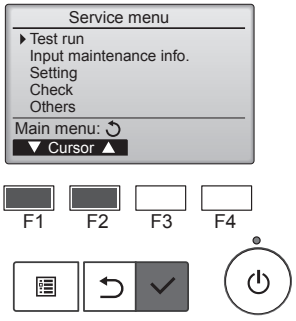

Fig. 7-1
① Vælg "Test run" (testkørsel) fra Service menu (servicemenu), og tryk på knappen [VÆLG]. (Fig. 7-1)